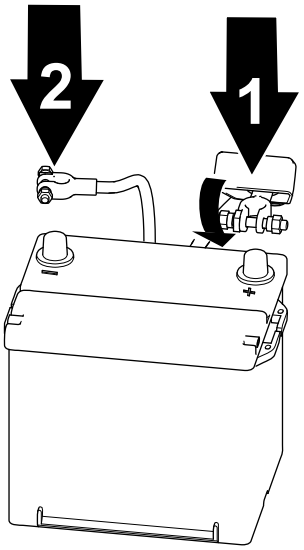

**Figura 63**
1. Collegate il cavo positivo alla batteria e serrate il dado della fascetta della batteria (Figura 63).
2. Collegate il cavo negativo alla batteria e serrate il dado della fascetta della batteria (Figura 63).